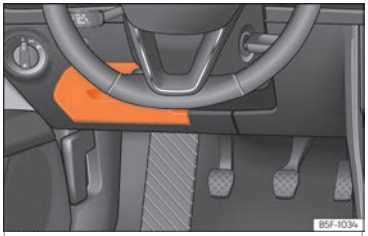

Fig. 104 On the dashboard on the driver side: lid of the fuse box.
- *Open:* fold the cover down ››› Fig. 104.